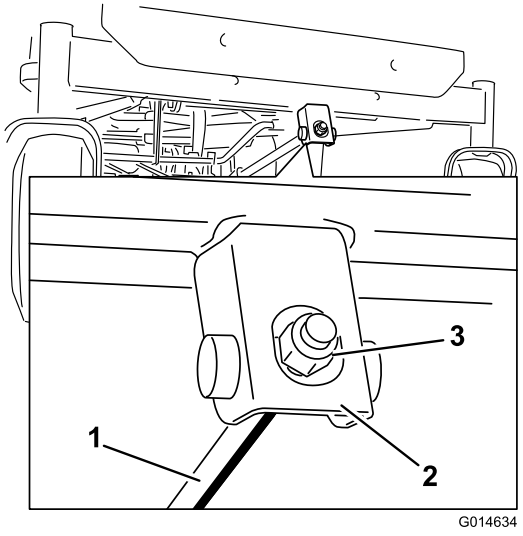

Figuur 66
6. Om de schuinstand in te stellen, moet u de stelmoer op de voorkant van het maaidek draaien (Figuur 66).